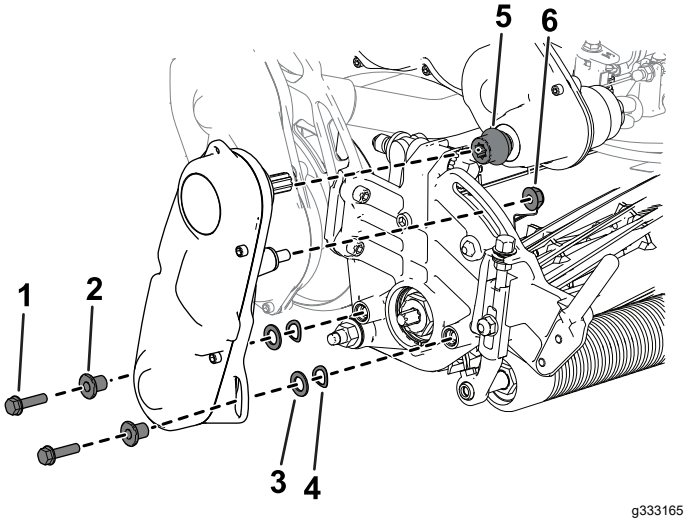

Figur 5
6. Montera kopplingen på transmissionens drivaxel (Figur 5).
7. Använd de tidigare borttagna fästelementen för att montera cylinderdrivsatsen på klippenheten (Figur 5).
8. Säkerställ att kopplingen (Figur 5) enkelt kan flyttas fram och tillbaka på transmissionens drivaxel.